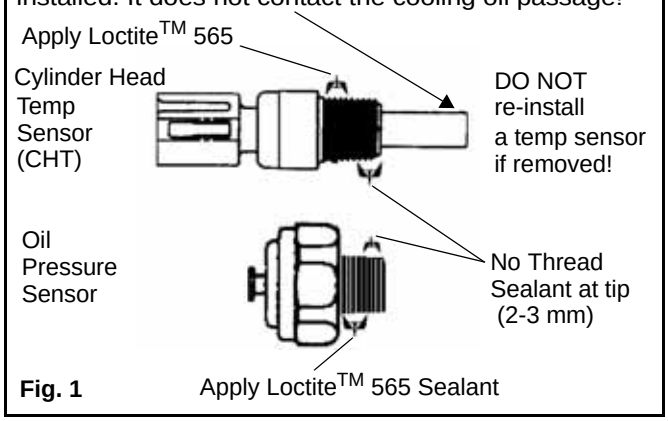

Fig. 1
8. Once testing is completed clean threads with Loctite™ Primer N, apply thread sealant to the threads in area indicated in Fig. 1 and install.